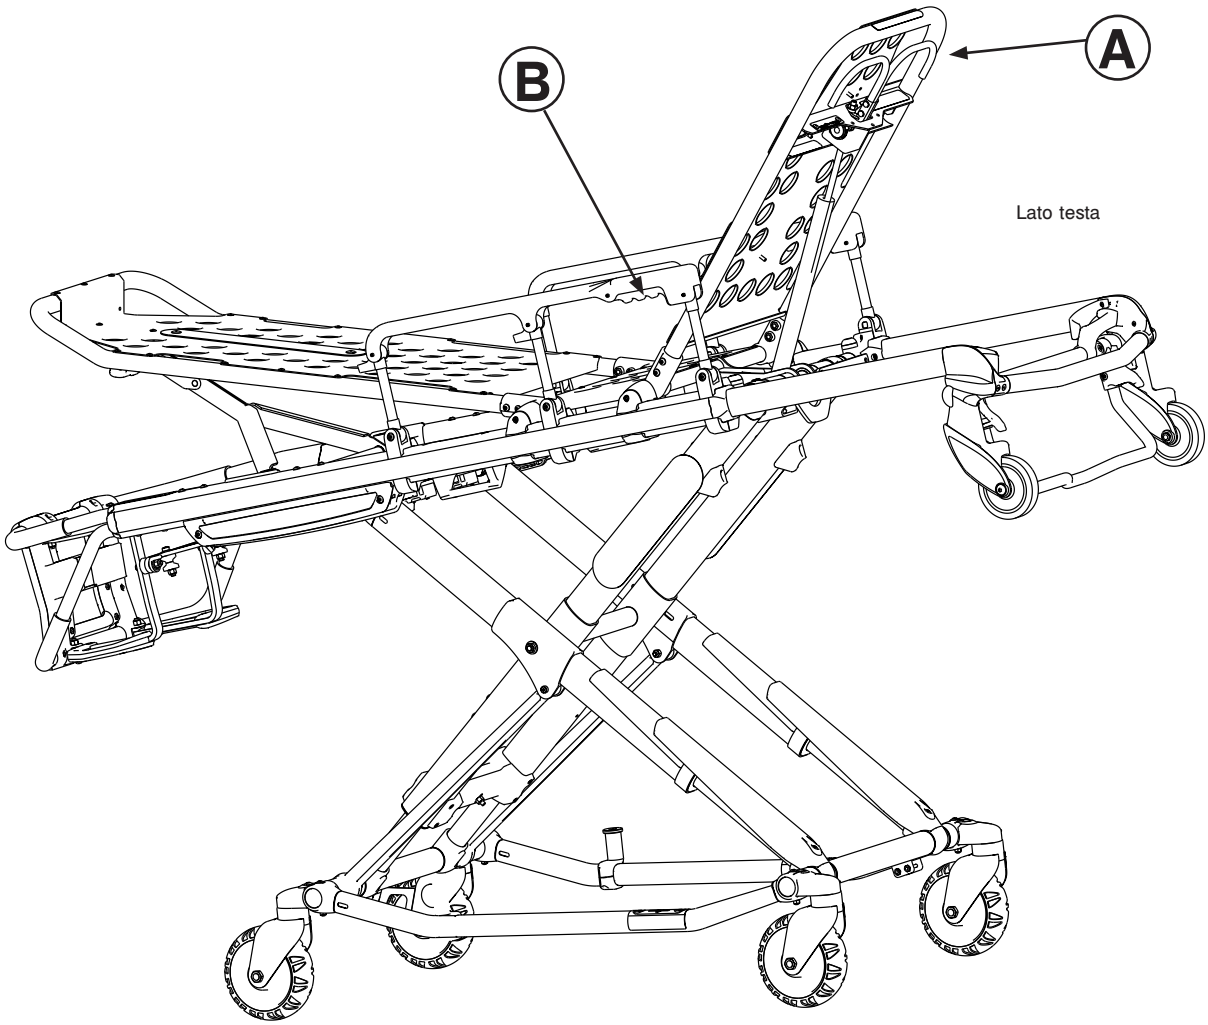

Figura 29
Per alzare lo schienale, come mostrato in Figura 29, premere la maniglia (A) per ottenere un supporto pneumatico al sollevamento dello schienale all’altezza desiderata.
Per alzare le sponde laterali, come mostrato in Figura 29, alzare la sponda laterale fino all’attivazione del meccanismo di chiusura e allo scatto in posizione della sponda stessa.